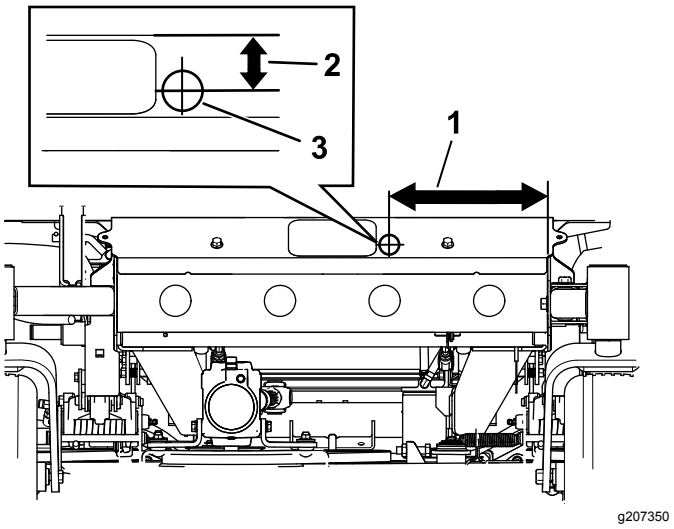

Rysunek 1
1. Wywierć otwór w sposób pokazany na Rysunek 1.